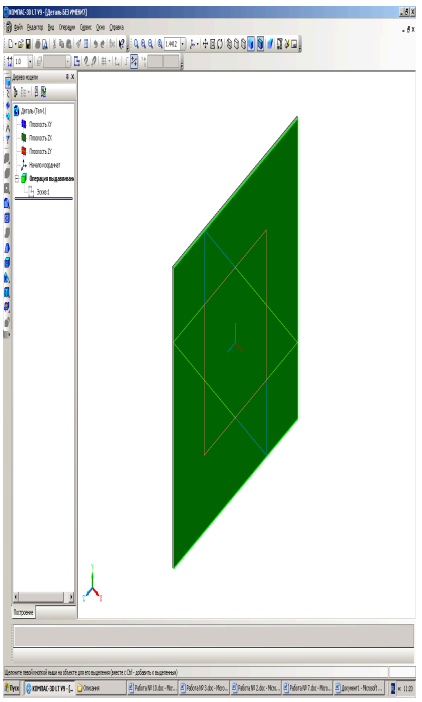

Рис. 10.16.
2.10.1. Переместите курсор на переднюю грань пластины и, когда он примет вид «поверхности»:  , щелкните кнопкой мыши: передняя грань будет выделена (рис. 10.16).